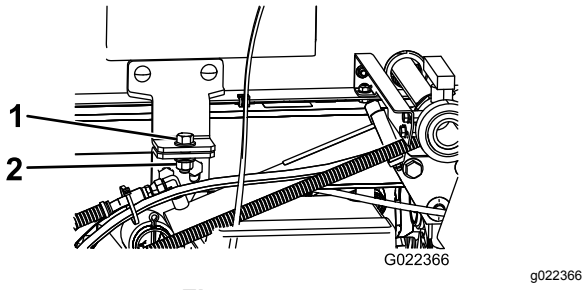

Figur 77
4. Fjern sikkerhedsboltene foran på platformen (Figur 77).